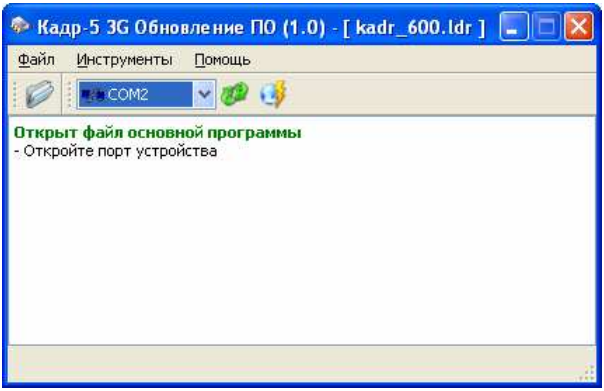

Рис.36. Вид после открытия файла прошивки
5. Нажмите кнопку с изображением или выберите пункт меню «Файл/Открыть». В открывшемся диалоговом окне выберите файл прошивки (он имеет расширение LDR). Внешний вид главного окна программы после успешного открытия файла прошивки показан на Рис. 36.